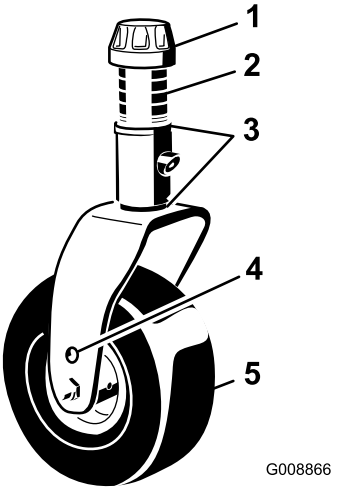
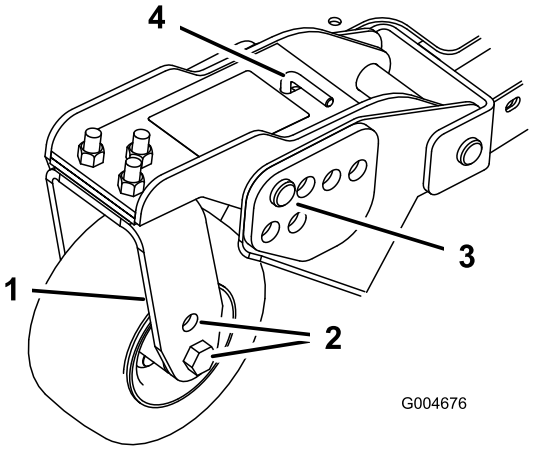
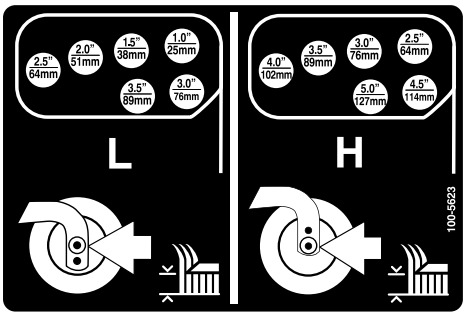

Figuur 19
Figuur 21
Figuur 22
1. Plaats de assen van de zwenkwielen in dezelfde openingen in alle zwenkwielvorken(Figuur 19 en Figuur 21). Raadpleeg onderstaande tabel om vast te stellen wat de correcte opening voor de instelling van de maaihoogte is.
2. Verwijder de klemkapjes van de spilas (Figuur 19) en schuif de as uit de zwenkwielarm. Plaats de twee opvulstukken (3 mm) op de spilas zoals zij oorspronkelijk zijn geplaatst. Deze opvulstukken zijn nodig om ervoor te zorgen dat de maaidekken over de gehele breedte horizontaal staan. Schuif het benodigde aantal afstandsstukken van 13 mm op de spilas om de gewenste maaihoogte te bereiken; schuif daarna de klemring op de as.
4. Verwijder de R-pennen en de gaffelpennen uit de zwenkwieldraaiarmen (Figuur 21).
5. Draai de spanstang om de draaiarm hoger of lager te zetten totdat de openingen zich recht voor de gewenste openingen in de maaihoogtebeugel van het maaidekframe bevinden (Figuur 21 en Figuur 22).